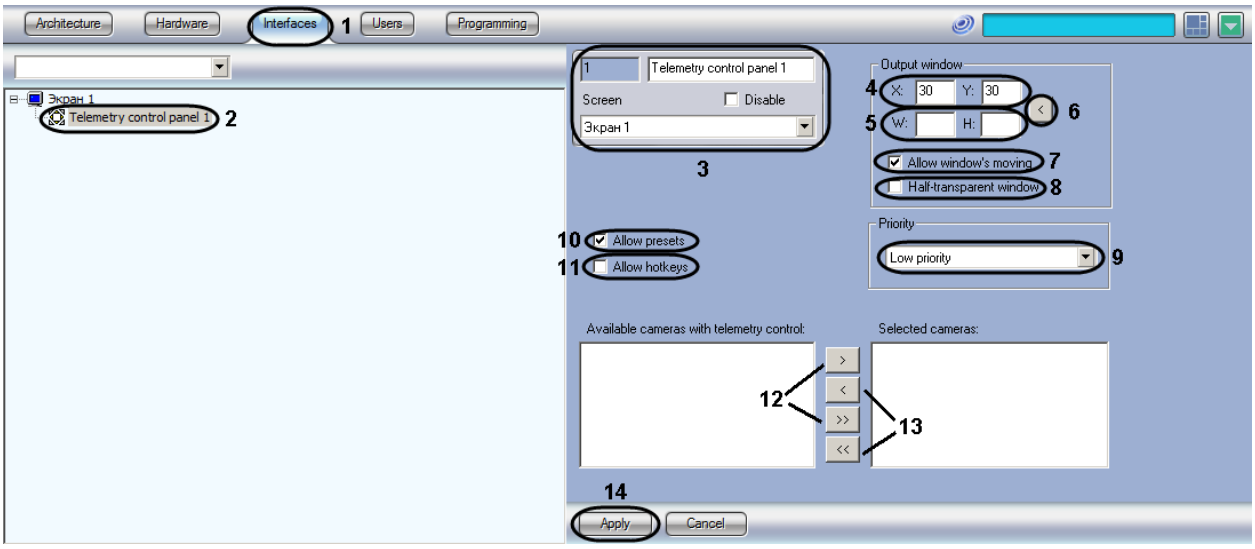

Figure 3.4—11 The Telemetry panel configuration
1. Go to the "Interfaces" tab in the "System settings" dialog box (Figure 3.4—11, 1).
2. Create the "Telemetry panel" object under the "Monitor" object or select the relevant object on the "Interfaces" tab in the "System settings" dialog box (Figure 3.4—11, 2).
3. Enter the ID, the name of the **Telemetry card** object and select the **Screen** object under which the **Telemetry card** object is created (Figure 3.4—11, 3).
4. Change the **X** and **Y** coordinates of the telemetry panel position on the screen in the relevant fields. The **X** and **Y** values correspond to the screen coordinates of the top left corner of the telemetry panel, and are expressed as a percentage of the horizontal and vertical screen sizes correspondingly (Figure 3.4—11, 4).
5. Enter the measures of the **Telemetry panel** interface object: the **W** (window width) and **H** (window height). Measures are expressed as a percentage of the horizontal and vertical screen sizes correspondingly (Figure 3.4—11, 5).
*Note. The < button (Figure 3.4—11, 6) is used for automatic input of the current object coordinates specified by the user.*
6. By default, the telemetry panel can be dragged over the screen. To fix the telemetry panel position, set the **Allow window's displacement** checkbox unchecked (Figure 3.4—11, 7).